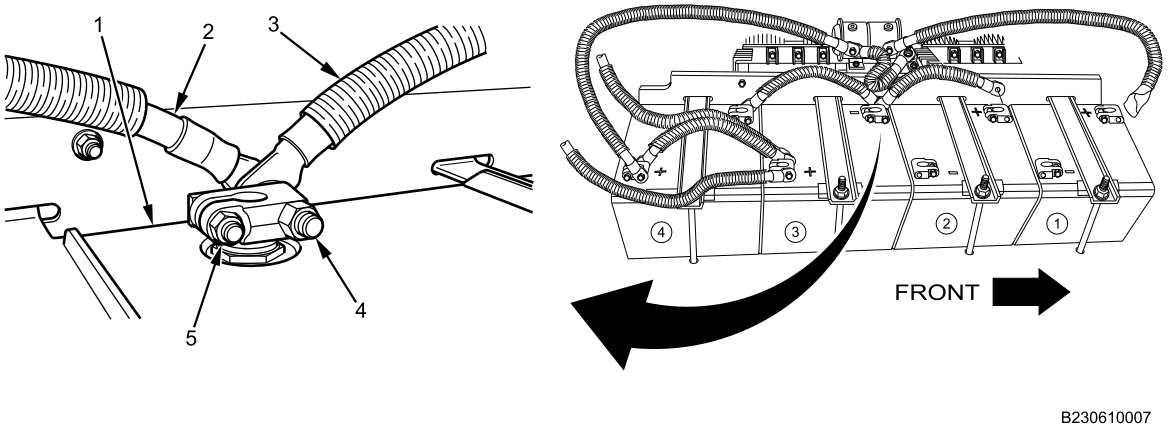

Figure 2. Battery 3 Negative Connections.
4. Remove nut (Figure 2, Item 4) from terminal bolt on negative stud adapter clamp (Figure 2, Item 5) of battery 3 (Figure 2, Item 1).
5. Remove terminal bolt, battery 3 ground-to-battery 4 ground jumper cable (Figure 2, Item 2), and battery 2 positive-to-battery 3 ground jumper cable (Figure 2, Item 3) from battery 3 negative stud adapter clamp (Figure 2, Item 5).
6. Remove battery 2 positive-to-battery 3 ground jumper cable (Figure 2, Item 3) from vehicle.